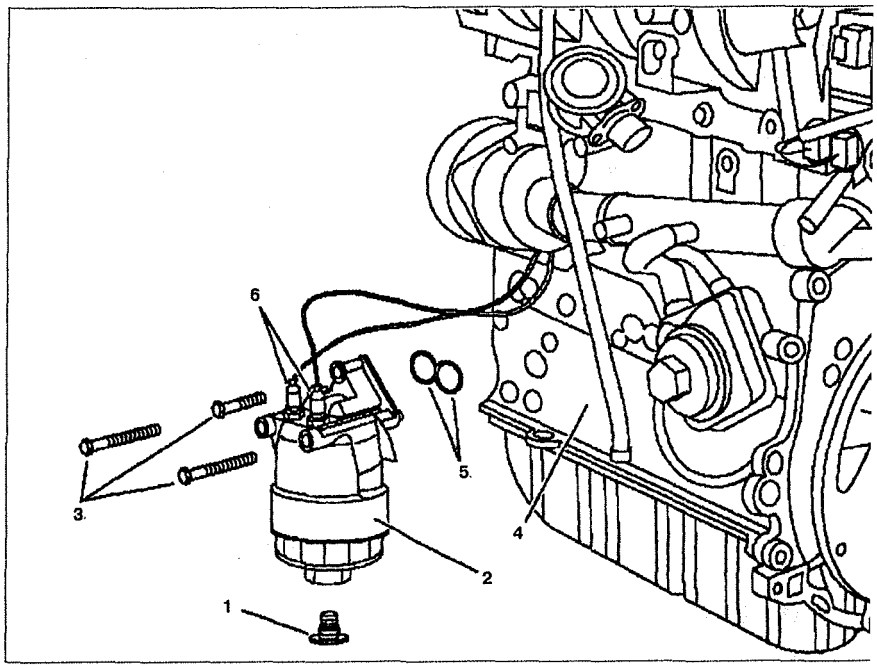

Рис. 3.29. Корпус масляного фильтра:
2. Выкрутите сливную пробку **1** из корпуса масляного фильтра **2** и слейте масло (см.рис.3.29). Замените уплотнительное кольцо.